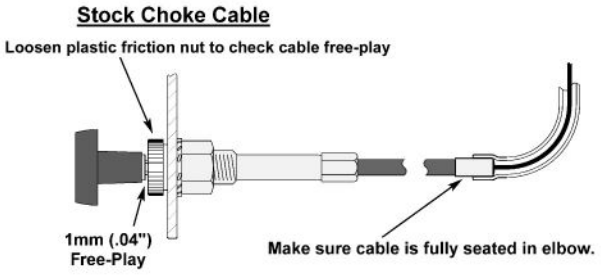

Figure 9
B. After mounting the choke cable, check the free-play. Loosen the knurled plastic friction nut behind the choke knob for this test (Figure 9).